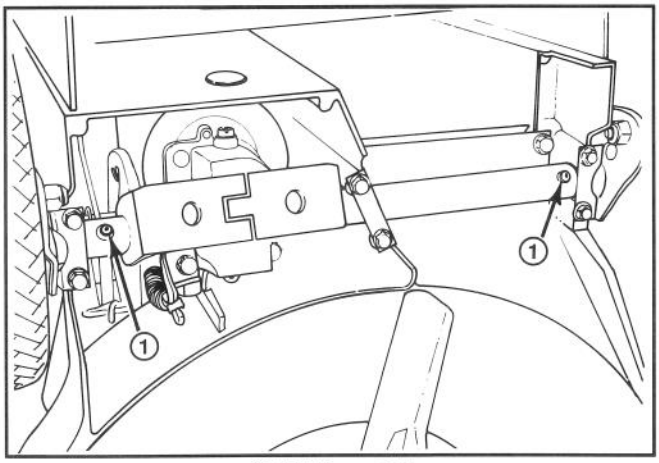

**Abbildung 27**
**3.** Den Mäher auf die höchste Schnitthöhe einstellen (E).
**4.** Den Mäher nach links kippen. Alle Schmiernippel mit einem Lappen sauberwischen (Abb. 27). Eine Fettpresse ansetzen und in jeden Nippel zwei bis drei Hübe Mehrzweckfett #2 auf Lithiumbasis einpressen.